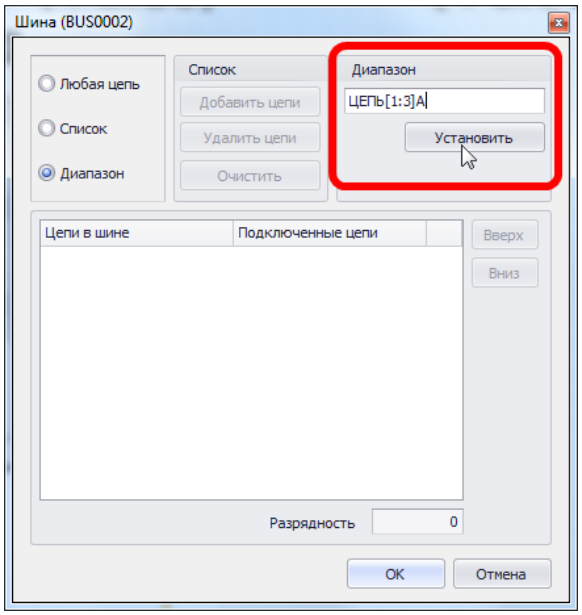

Рис. 513. Ввод списка создаваемых цепей
3. Ввести имена новых цепей в поле «Диапазон», и нажать кнопку «Установить» см. Рис. 513.